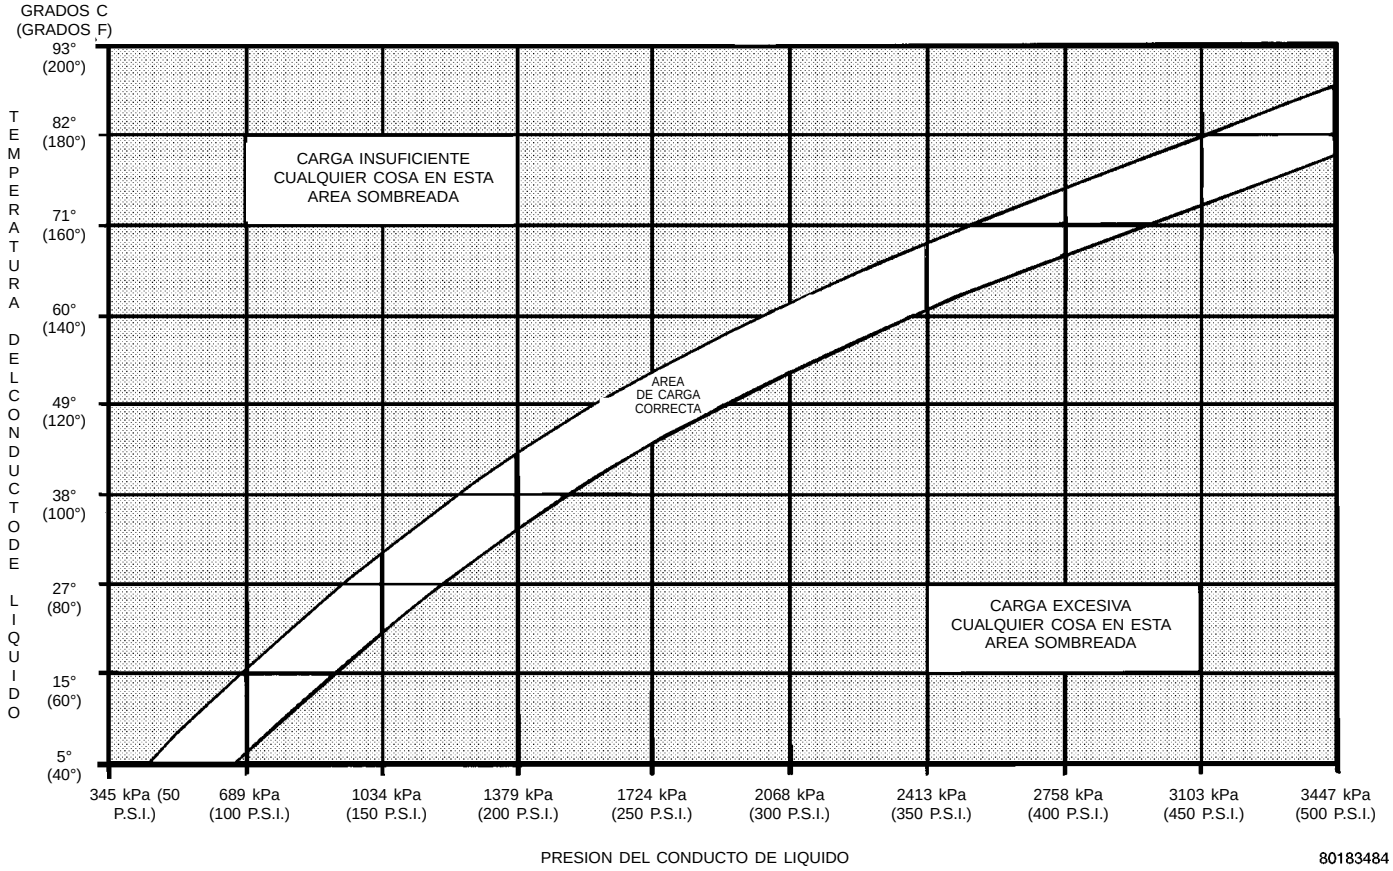

Fig. 15 Gráfico de determinación de carga
(5) Observe la presión del filtro/secador y la temperatura del conducto de líquido. Utilizando el Gráfico de determinación de carga (Fig. 15) determine dónde funciona el sistema actualmente. Si el sistema no se encuentra en el límite adecuado, extraiga todo el refrigerante y vuelva a llenar siguiendo las indicaciones de la etiqueta del A/A.